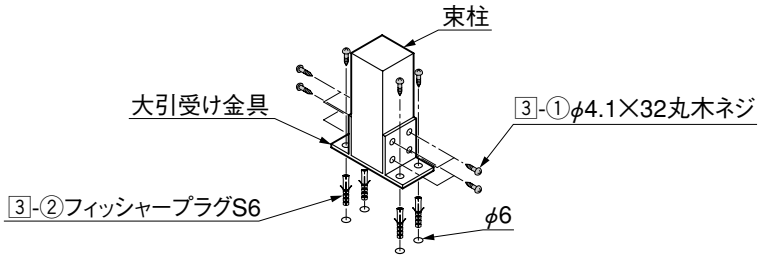

図3-5
- 床面がコンクリートまたはタイル張りしてある場合は、床に3-②を埋込んで、束柱と床面を大引受金具で固定してください。（図3-5参照）